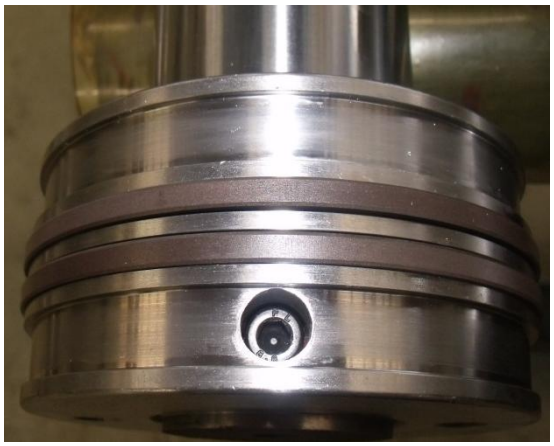

Figure 5
3. Twist piston lock screw with special tools (refer to figure 5).